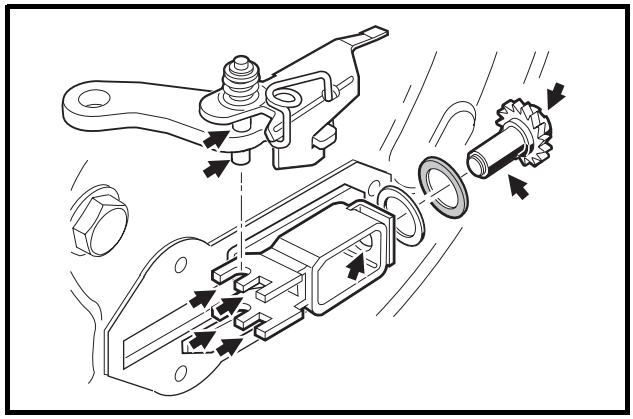

Figure 6-10 Lubricate Adjuster
6. Use a small brush to carefully apply a light coat of white lithium NLGI #2 grease (Dow Corning BR2-Plus or equivalent) to the brake adjuster assembly, adjuster wheel shoe slots, and the shaft of the adjuster wheel as shown **(Figure 6-10, Page 6-4)**. **See preceding WARNING**.
7. Install the adjuster wheel and two washers into the adjuster assembly **(Figure 6-10, Page 6-4)**.